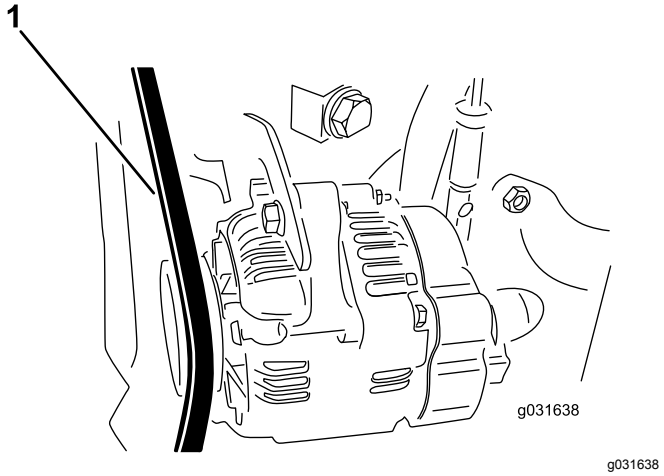

Figura 59
2. Applicate 30 N di forza sulla cinghia dell'alternatore in una posizione a metà tra le pulegge (Figura 59).